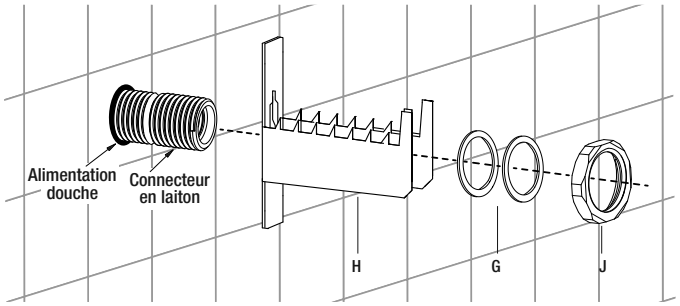

Fig.12
- Placez le support de fixation en acier inoxydable (H) sur l'assemblage du connecteur en laiton et collez-le bien droit sur le mur.
- Fixez et serrez l'écrou (J) sur l'assemblage en laiton en utilisant 1 ou 2 rondelles en acier inoxydable (G), s'il y a lieu; voir fig. 12.